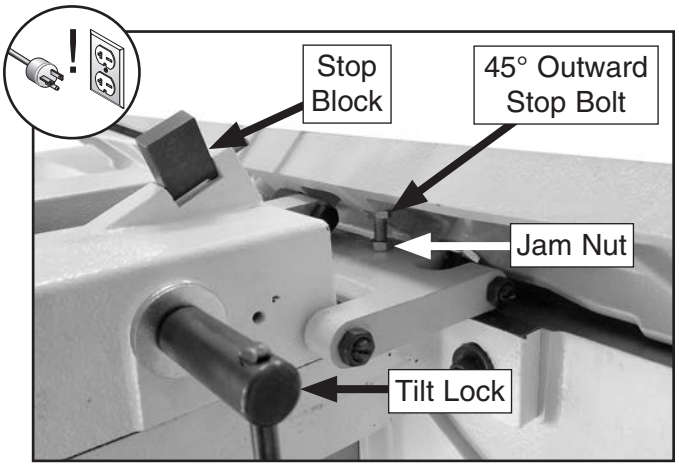

Figure 70. Fence set to 45° outward.
2. Loosen fence tilt lock, rotate stop block up, then tilt fence approximately 45° inward onto stop bolt (see **Figure 70**).
4. Loosen jam nut on 45° stop bolt and adjust stop bolt until fence is exactly 45° outward while resting on stop bolt (see **Figure 70**). Verify angle, then retighten jam nut.